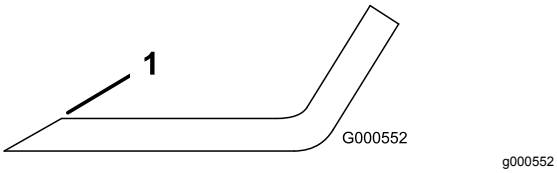

Rysunek 68
1. Użyj pilnika w celu naostrzenia krawędzi tnącej na obu końcach każdego ostrza (Rysunek 68).
Informacja: Jeżeli ostrze nie jest wyważone, spiłuj nieco metalu z obszaru łopatki (Rysunek 68).